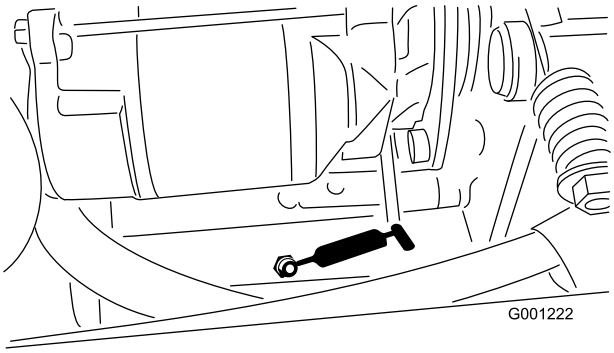

Figur 42
- Kraftuttaksspenningstapp (Figur 42)
- Bakre kraftuttakslager (Figur 42)